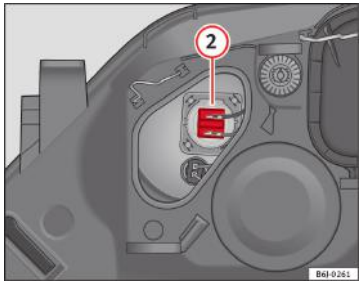

Fig. 152 Farurile fază lungă
– Scoateți conectorul ⇒fig. 152 (2) trăgându-l în afară.